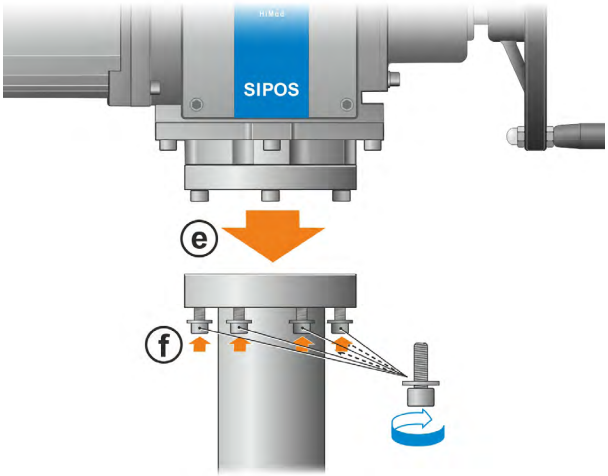

Fig. 4: Aparafusar o atuador à unidade linear
d) Colocar o atuador na unidade linear (fig. 4) e apertar levemente os parafusos com discos.